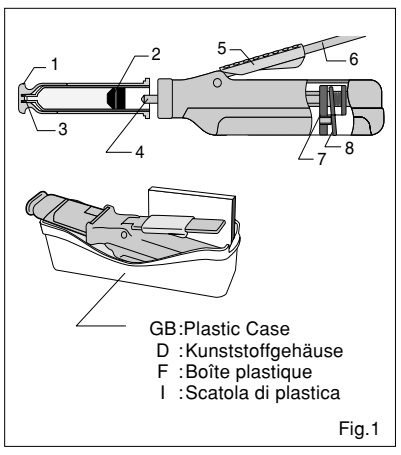

Fig.1
7. Slide block 8. Release lever (Fig.1)